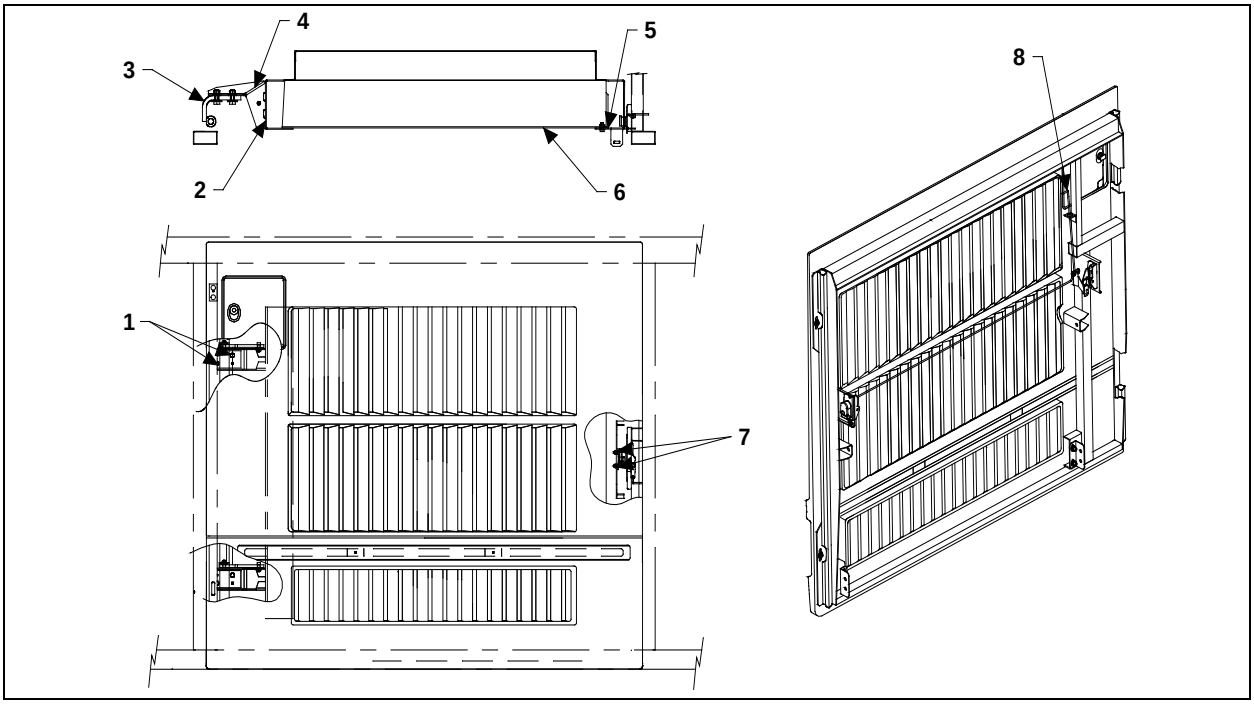

**FIGURE 78: CONDENSER DOOR** D280201
2. Loosen the nuts (1, Figure 78) holding the hinge (3, Figure 78) to hinge attachment (4, Figure 78). Loosening nuts (1, Figure 78) allows the condenser assembly to be shifted "LEFT or RIGHT" and "UP or DOWN".
5. Loosen bracket nuts holding the panel to condenser. Panel (6, Figure 78) may be shifted "IN or OUT", "LEFT or RIGHT" and "UP or DOWN".
6. Adjust condenser panel at brackets (2, Figure 78) and (5, Figure 78).